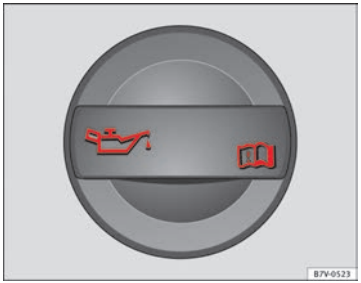

Fig. 114 Tampão do bocal de enchimento do óleo do motor no compartimento do motor
– Desenroscar o tampão do bocal de enchimento do óleo do motor ⇒ Fig. 114.
– Assim que o nível do óleo atingir, no mínimo a zona (B), enrosque com cuidado, o tampão do bocal de enchimento.